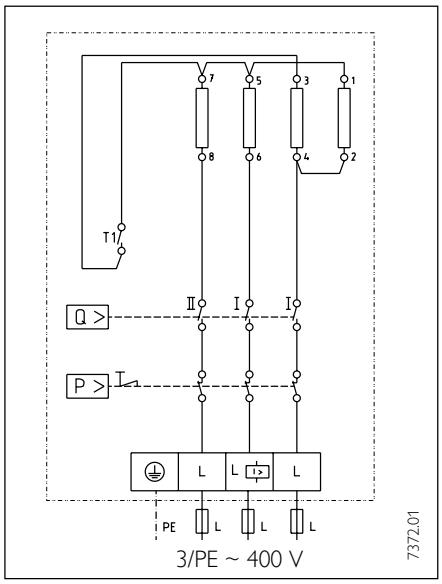
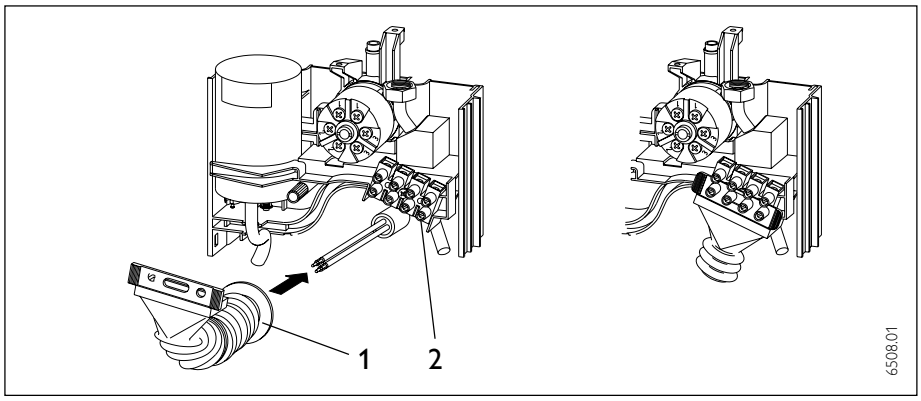

Abb. 13
Abb. 16
⚠ **Das Gerät muß an den Schutzleiteranschluss angeschlossen werden (siehe Abb. 13).**
Das Gerät ist im Anlieferungszustand für Elektroanschluß im unteren Gerätebereich vorbereitet (Abb. 16).
– Wie in Abb. 16 montieren.
– Anschlußleitung entsprechend Abb. 13 an die Klemmleiste (Abb. 16, Pos. 2) anschließen.
Elektrischen Anschluß entsprechend Abb. 13 herstellen.